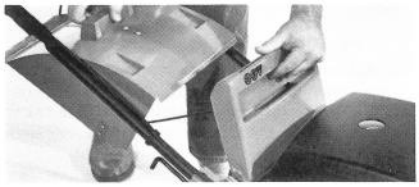

Figure 18
2. Soulevez la porte arrière pour l'ouvrir à fond (Fig. 18).